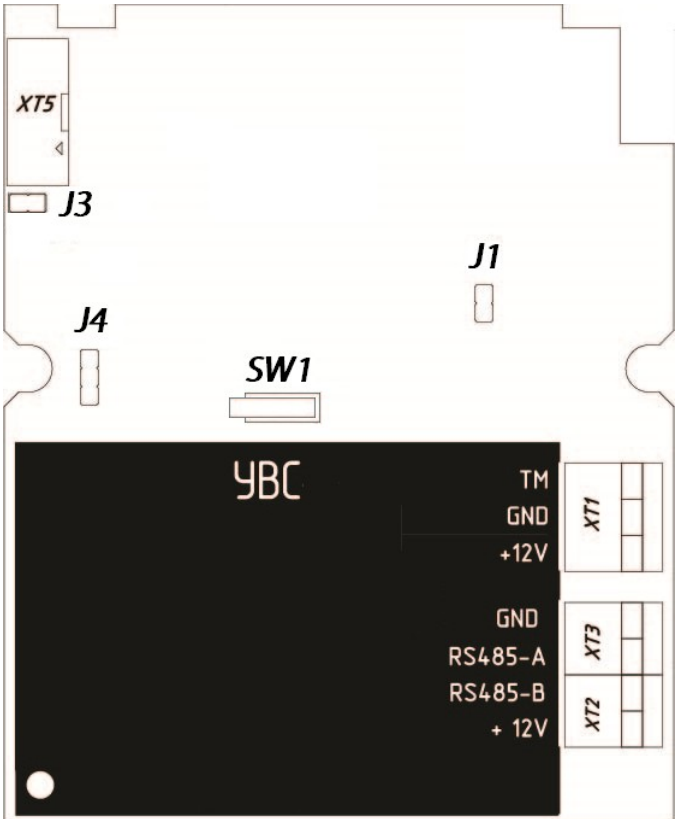

Рисунок 2.2. Назначение выводов устройства
Устройство подключается к объектовому прибору с помощью выводов, расположенных на печатной плате прибора (рисунок 2.2.).
- **Выводы для подключения по Touch Memory отличаются от УВС-ТМ. Смотрите рисунок 2.2 разъём XT1.**
4 Подсоединить к выводам на плате устройства (рисунок 2.2) провода для источника питания и шины RS-485 или Touch Memory. При этом общая длина проводов определяется расстоянием до подключаемого объектового прибора и составляет: